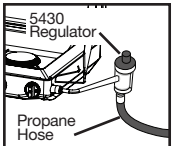

Fig. 10
- Attach hose to 5430 regulator and thread onto stove as shown in Fig. 10.